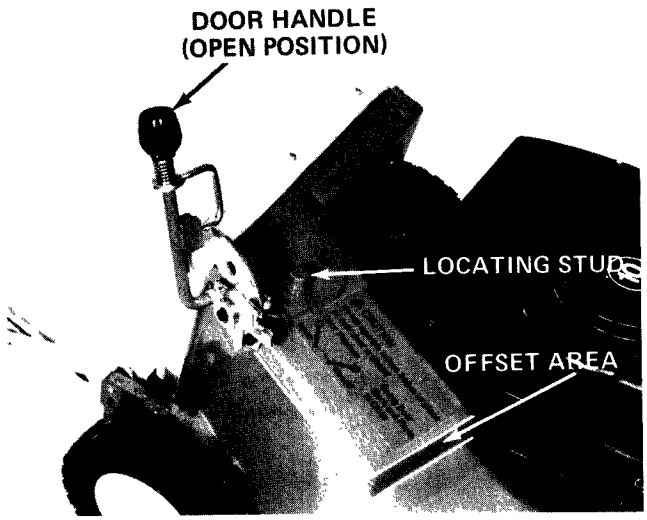

Figure 25
3. Slide guide hole in bag frame onto locating stud and set bag down on the lower handle (Fig. 25).
4. Move rear door handle fully to the rear until it locks in the notch (Fig. 25). Door is now open fully, and mower is ready to use.
NOTE: Rear door must be open fully and into the offset area (Fig. 25) in the housing to prevent grass clippings from lodging above the door.